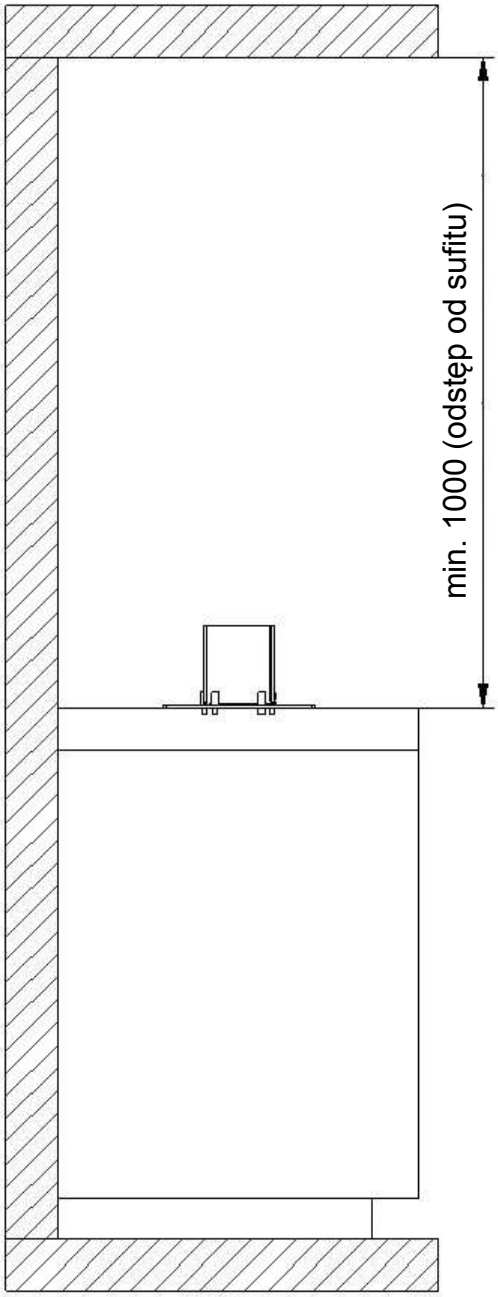
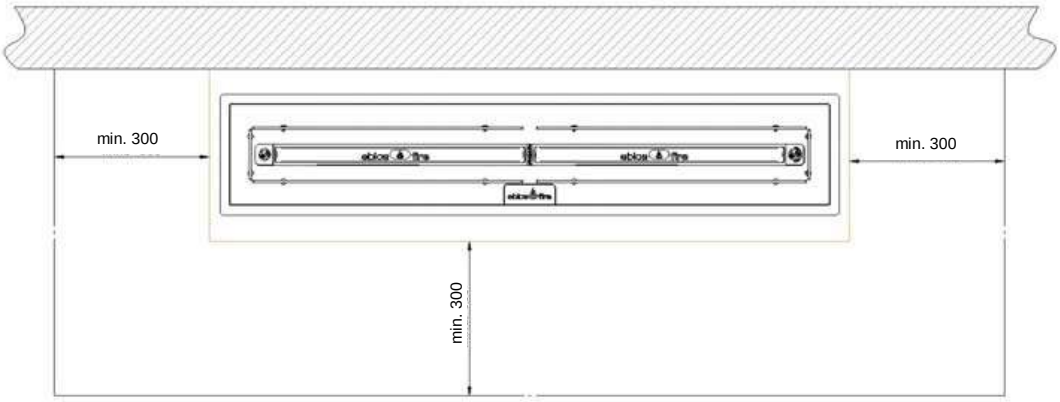

Rys. 19 Minimalny odstęp do sufitu
Rys. 20 Minimalne odległości od elementów palnych
- Musi być zagwarantowana **minimalna odległość** od bocznych palnych elementów budowlanych, mebli, dekoracji lub zasłon **1 000 mm (patrz rys. 20)**, w celu zapewnienia wystarczającej ochrony cieplnej! Nad meblem ebios-fire, aż do sufitu pokoju **(minimalny odstęp >1000 mm)**, nie mogą znajdować się żadne przedmioty (zob. Rys. 19)!